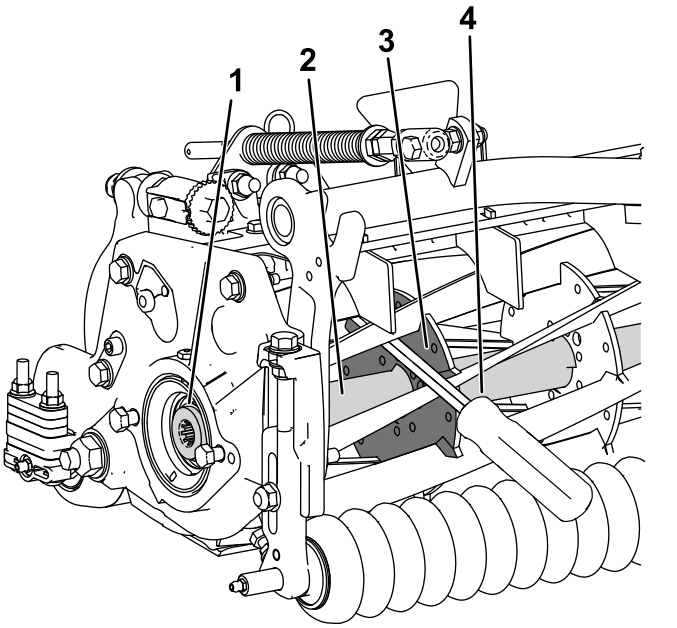

Figura 31
1. Inserte una palanca de mango largo (se recomienda de 3/8" x 12" con mango de destornillador) por la parte delantera del molinete de corte, lo más cerca del lateral de la unidad de corte que va a apretar (Figura 31).
2. Coloque la palanca contra la parte soldada del refuerzo del molinete de corte interno (Figura 31).